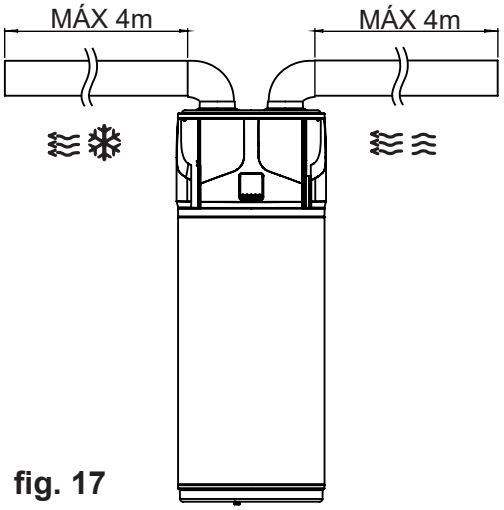

fig. 17
2. O comprimento máximo dos tubos retos de entrada e saída não pode exceder 8 metros. *(Fig. 17)*
- Duas curvas de 90º(2 x 18 Pa = 36 Pa) + dois segmentos de tubo reto 4 m (2 x 4 m x 3 Pa = 24 Pa) = total 60 Pa (Fig. 17)